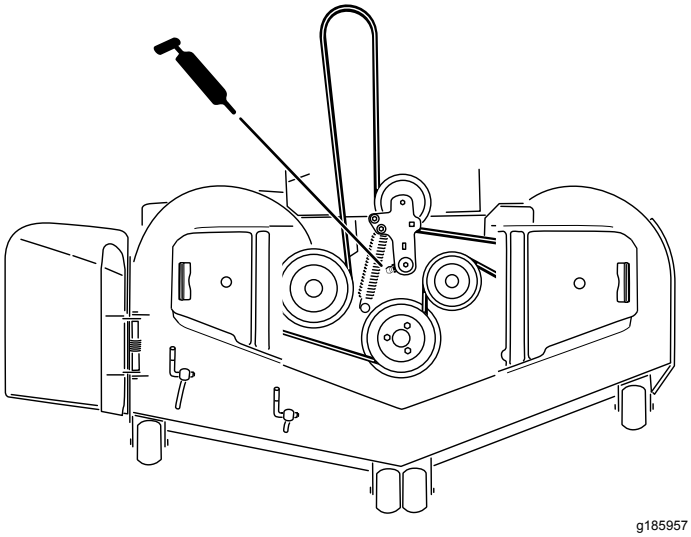

**Figur 48**
5. Smörj armen på klippdäckets mellanremskiva tills fett kommer ut på undersidan (Figur 48).
6. Smörj drivremmens mellandrevsarm (Figur 48).